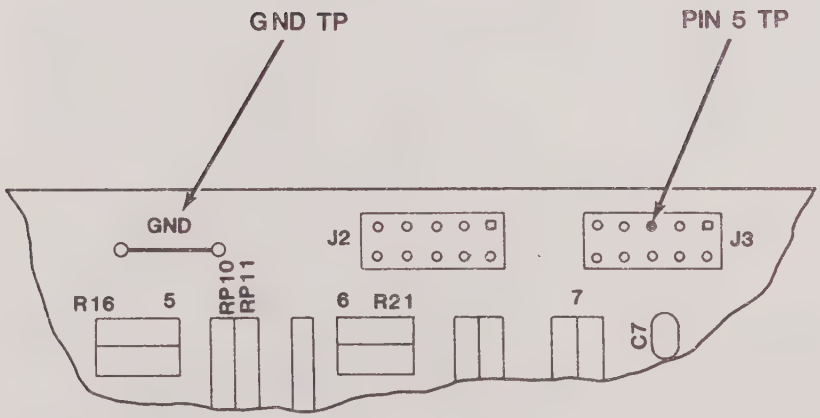

Figure 3-2. MPU Printed Circuit Board
1. Connect the ground lead of the DVM to the ground test point at the center of the MPU printed circuit board (see Figure 3-2).